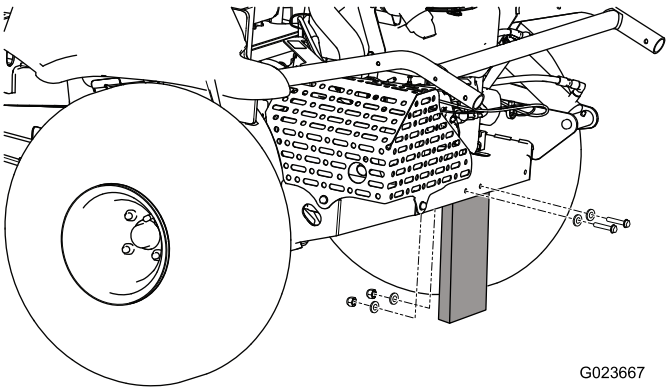

Figur 3
1. Ta bort de muttrar, skruvar och brickor som fäster transportbrädan bak på maskinen (Figur 3).